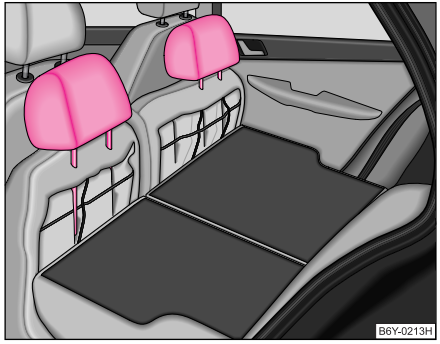

Fig. 53 Scaunele din spate: Tetiera în bancheta din spate
– Tetierele se pot introduce în orificiile corespunzătoare ale banchetei rabatate ⇒ pagina 72, fig. 53. ▶